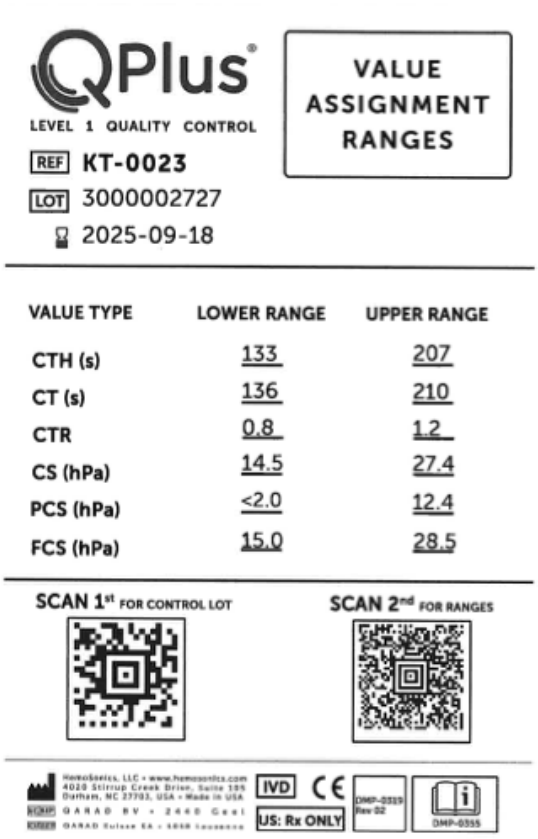

Figure 61 Value Assignment Card Example
c. For the Level 1 and Level 2 Quality Controls: Scan the Control Lot number from the Value Assignment Card (Labeled as “Scan 1st” on Value Assignment Card) (Figure 61).